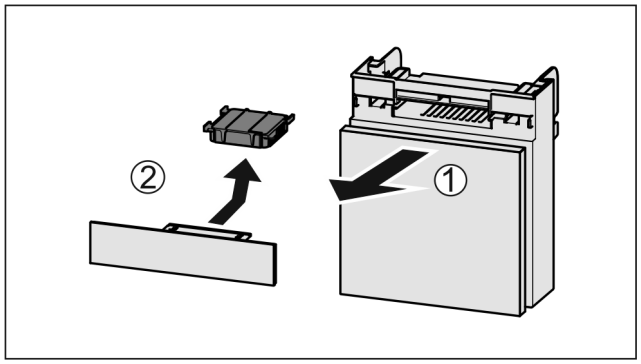

Fig. 169
▶ Retire el compartimiento hacia delante *Fig. 169 (1)*.
▶ Retire el filtro de carbón activo *Fig. 169 (2)*.